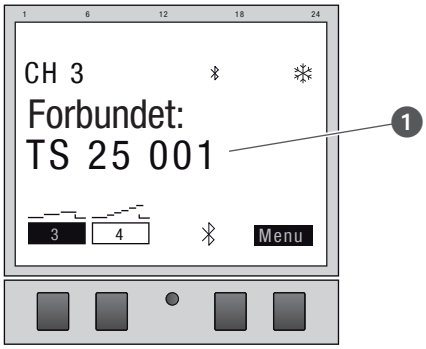

Fig. 24: Kanaludvidelsen er forbundet med kontakturet.
9. Kanaludvidelsen viser navnet på den forbundne enhed ved aktiv forbindelse (Fig. 24/❶).